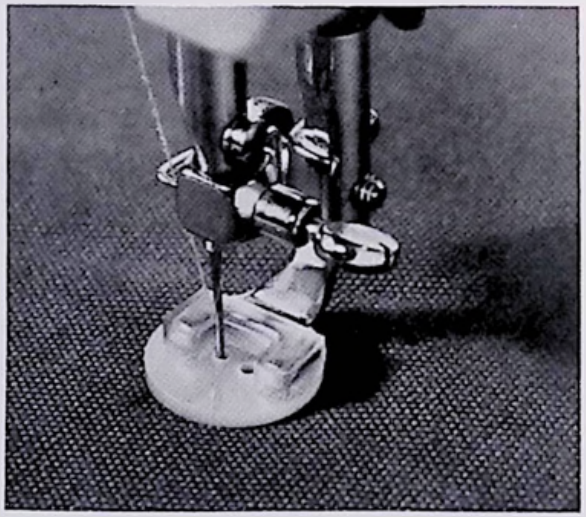

Fig 27
1. Remove hinged presser foot and attach button sewing foot. (See Fig. 27).